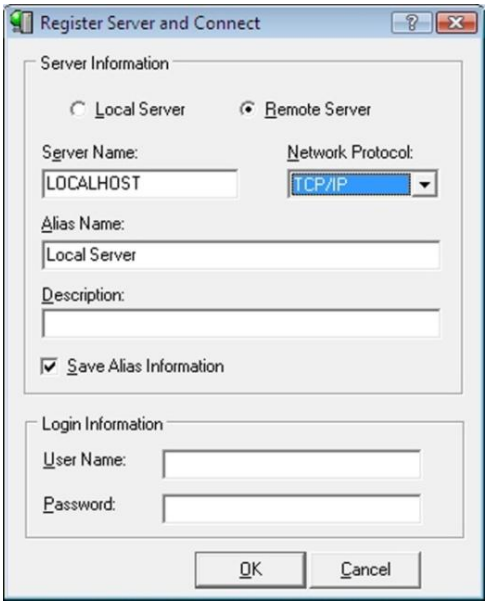

Figure 50 – Register Server and Connect Dialog
1. From the Hierarchical Tree, select your InterBase Server (based on the example in Figure 50 select Local Server).